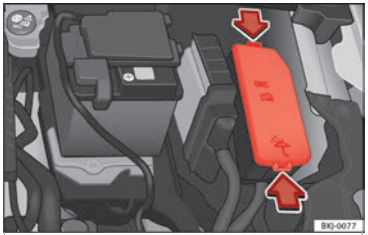

Fig. 72 En el vano motor: tapa de la caja de fusibles.
- Presione las pestañas de bloqueo para desbloquear la tapa de la caja de fusibles ››› **fig. 72**